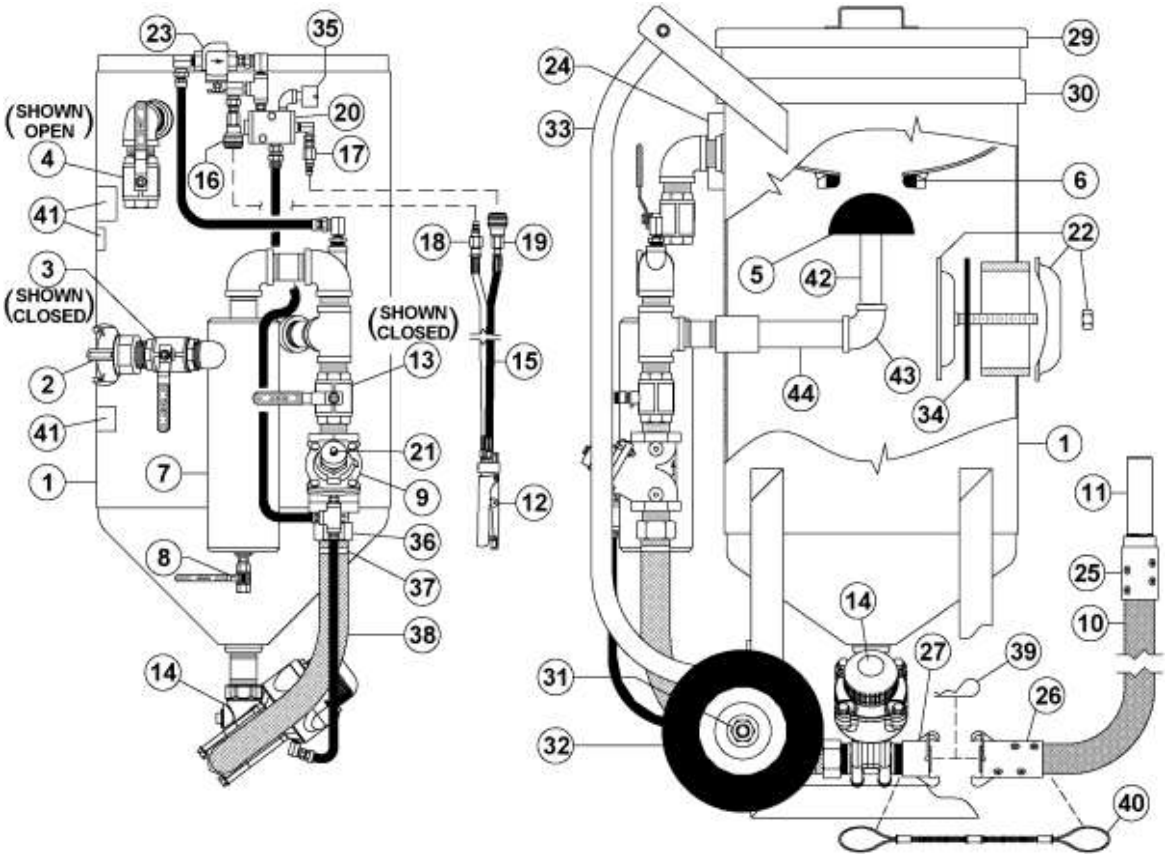

Figure 6.3 – Thompson®/Combo Abrasive Blaster with pneumatic blast controls
6.3.3. Close the air inlet ball valve (#3) to disable the blaster and the deadman blast control. The ball valve is closed when the handle is fully turned to the position shown in Figure 6.3 (handle perpendicular to body). The handle tab will bottom against the ball valve body in the closed position. **Note:** A faulty ball valve may allow air flow even in the closed position. Confirm air flow is stopped by opening the drain ball valve (#8) or by loosening the twinline connection (#18) to check for air flow. Replace faulty ball valves.